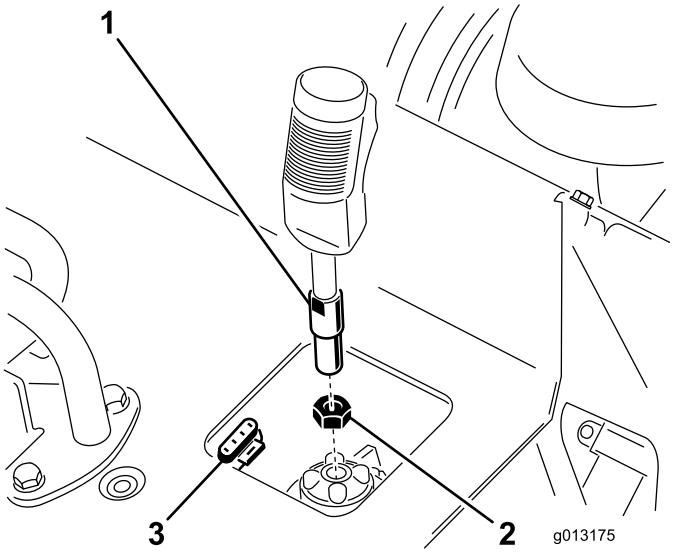

Figure 4
1. Thread the jam nut onto the grinder control lever (Figure 4).
2. Thread the grinder control lever into the recepticle on the control panel (Figure 4).
3. With the trigger oriented forward, tighten the jam nut against the receptacle to secure the lever in place (Figure 4).
4. Connect the wire on the lever to the 4-pin connector under the control panel (Figure 4).